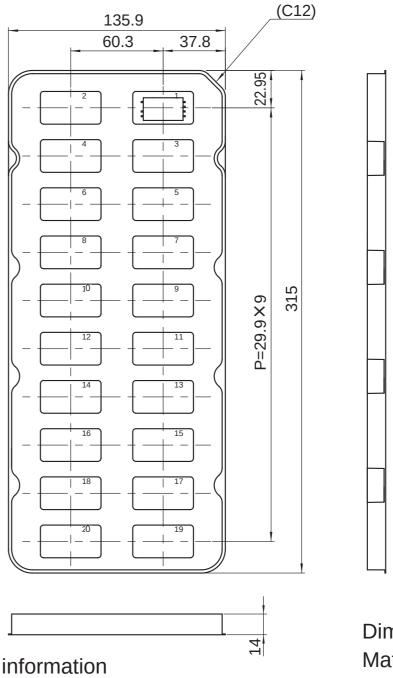

Fig.12.1 Delivery package information
■These are packed in a tray. (Fig.12.1)